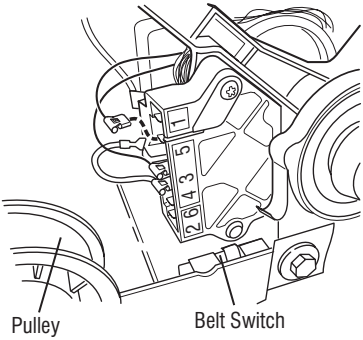

Figure 9b - Checking the belt switch (gas only).
11. On gas dryer only, check the belt switch by unplugging the connector and measuring the resistance between pins 1 and 3 of the belt switch connector while pushing up the pulley (see figure 9b).